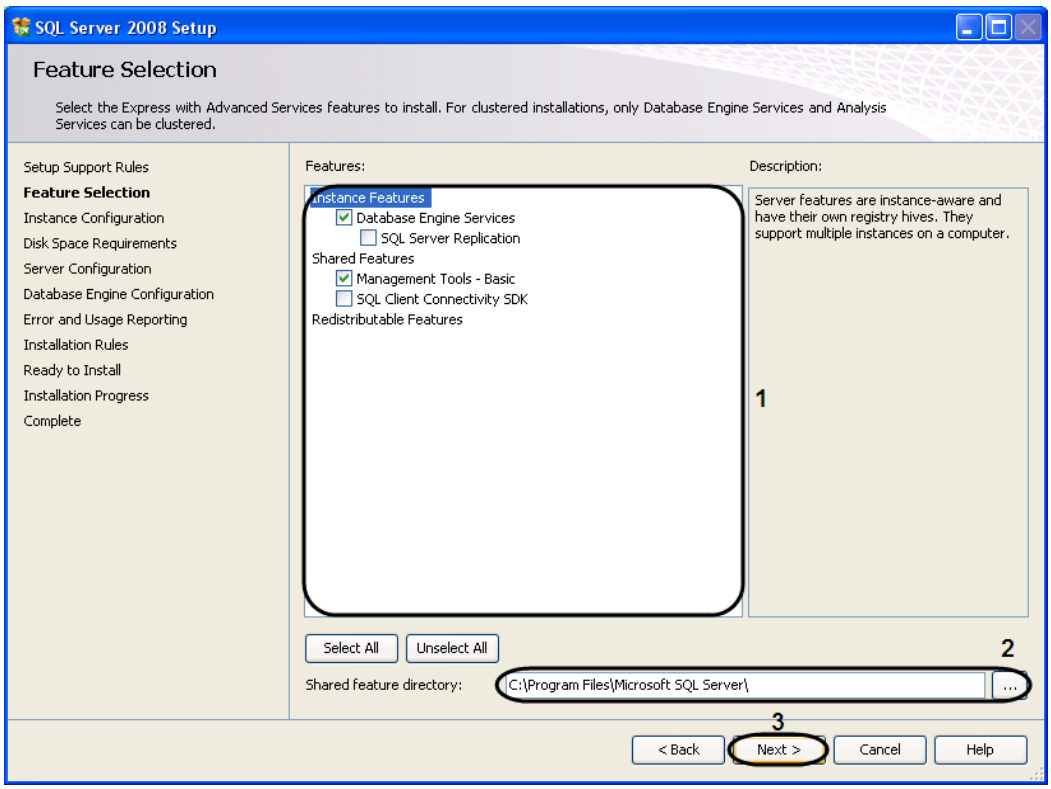

Figure 13.6-10 The "Feature Selection" box
11. Then MS SQL Server 2008 R2 “Feature Selection” setup dialog box will be displayed (Figure 13.6-10).
11.1. Set the checkboxes in the field «Features: » next to the components that are to be installed (Figure 13.6-10, 1).
11.2. Specify the path to the installation directory in the “Shared feature directory:” field (Figure 13.6-10, 2).
11.3. To go to the next box, click the “Next>” button (Figure 13.6-10, 3).